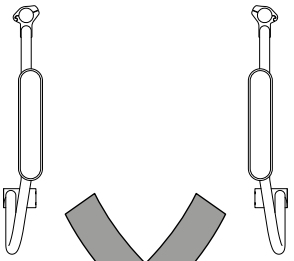

afb. 15
1. De standaardpositie maakt abductie van de beenpositie mogelijk (afb. 15).